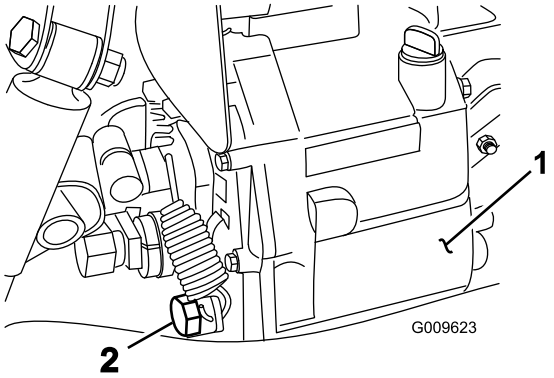

Figura 77
2. Retire o bujão de escoamento da parte lateral do reservatório e deixe o fluído hidráulico escorrer para o recipiente (Figura 77).